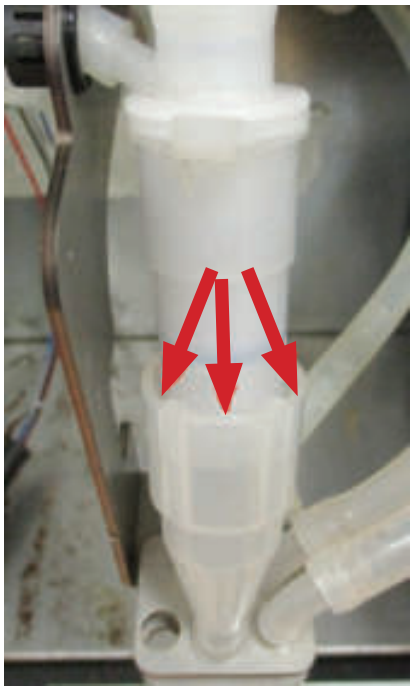

Рисунок 4.9
- На стыке капучинатора и адаптера есть зазор (рис.4.9). Пена не должна в процессе работы капучинатора выливаться из адаптера.